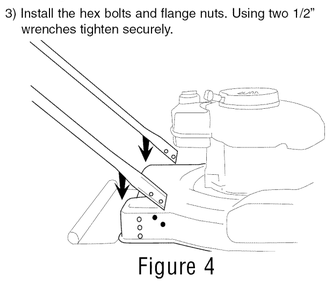

Figure 4
2) Place the lower handle, (pointed end down) over the deck and align the holes in the deck with the holes in the handle. See Figure 4.